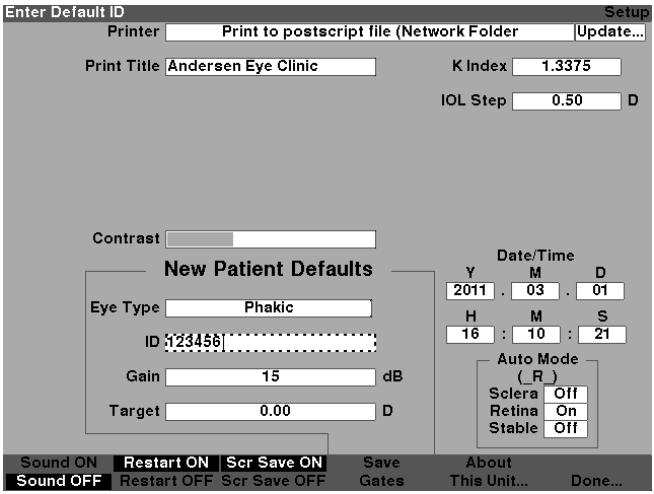

Figure 5-47 Entering the Default ID
3. Within the Default ID field, enter the default ID as shown in figure 5-47.